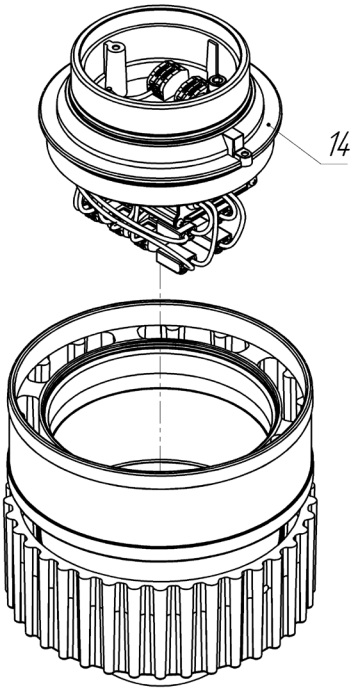

Рис. 6
4.1.7 – Выкрутить блок источника питания поз. 14. Извлечь из клеммных колодок провода источника, идущие на питание светодиодного модуля (См. рис. 6).